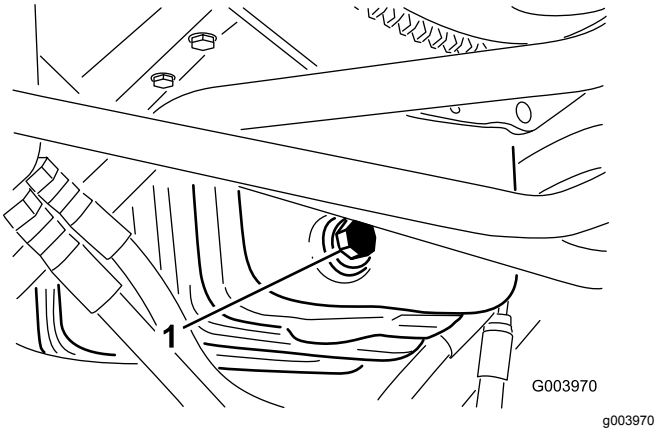

**Figur 54**
1. Fjern tappepluggen (Figur 54) og la oljen renne ut i en beholder.